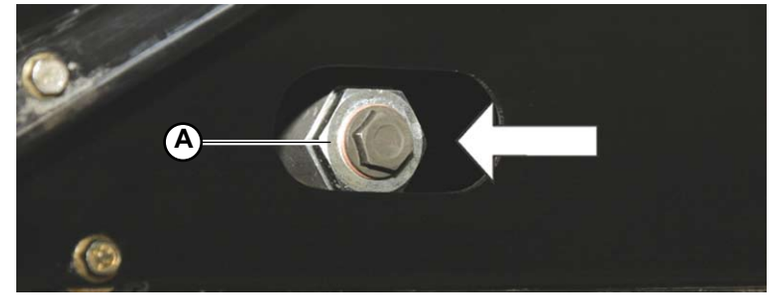

Fig.1
2. When the engine is hot (oil temperature > 70°C), unscrew the plug (**A-Fig.1**) and allow the oil to drain out of the oil tank drain hole: then clean the plug and tighten it. **Torque (000800-19d/19e)**.